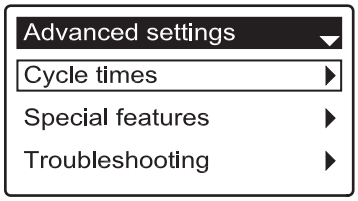

FIG. 55
3. Press the SELECT (○) button to display the Advanced settings menu (See Figure 55).